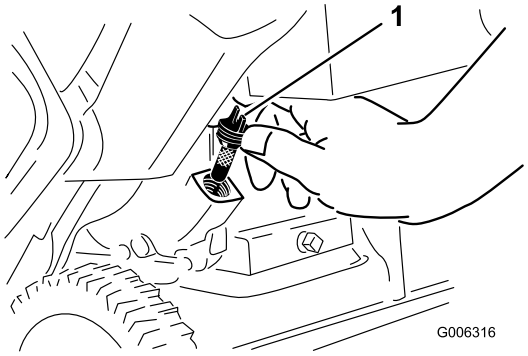

Figur 26
6. Rengør omkring oliepåfyldningsdækslet (Figur 26).
7. Skru oliepåfyldningsdækslet løs, og tag det af (Figur 26).